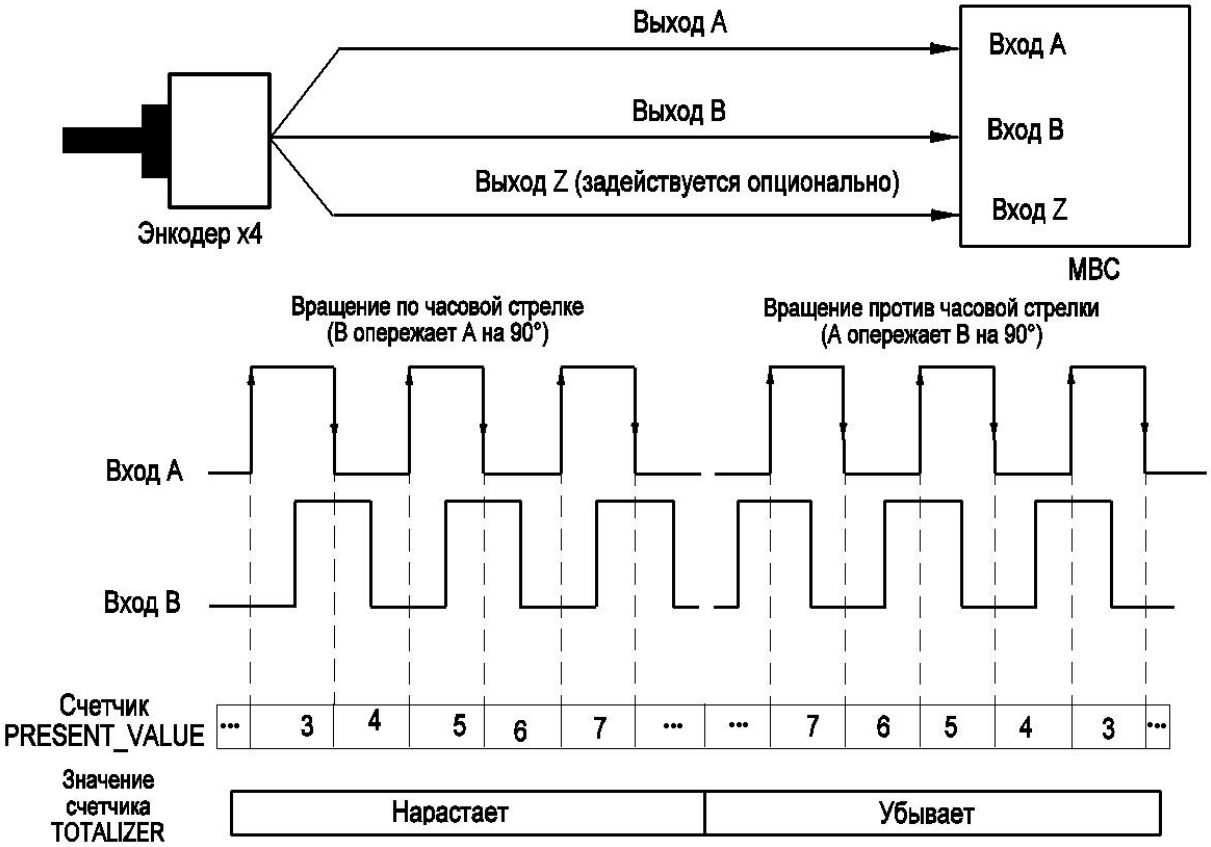

Рисунок 1.5 − Формирование регистра переменной в режиме «энкодер x2»
1.4.8 Режим «энкодер x2» (см. рисунок 1.5) идентичен режиму «энкодер x1», за исключением того, что в этом режиме подсчет выполняется на переднем и заднем фронтах импульсов от канала A, чтобы обеспечить более высокую точность за счет удвоенного количества импульсов. Вход Z используется в этом режиме в том случае, если включен «Режим хранения».